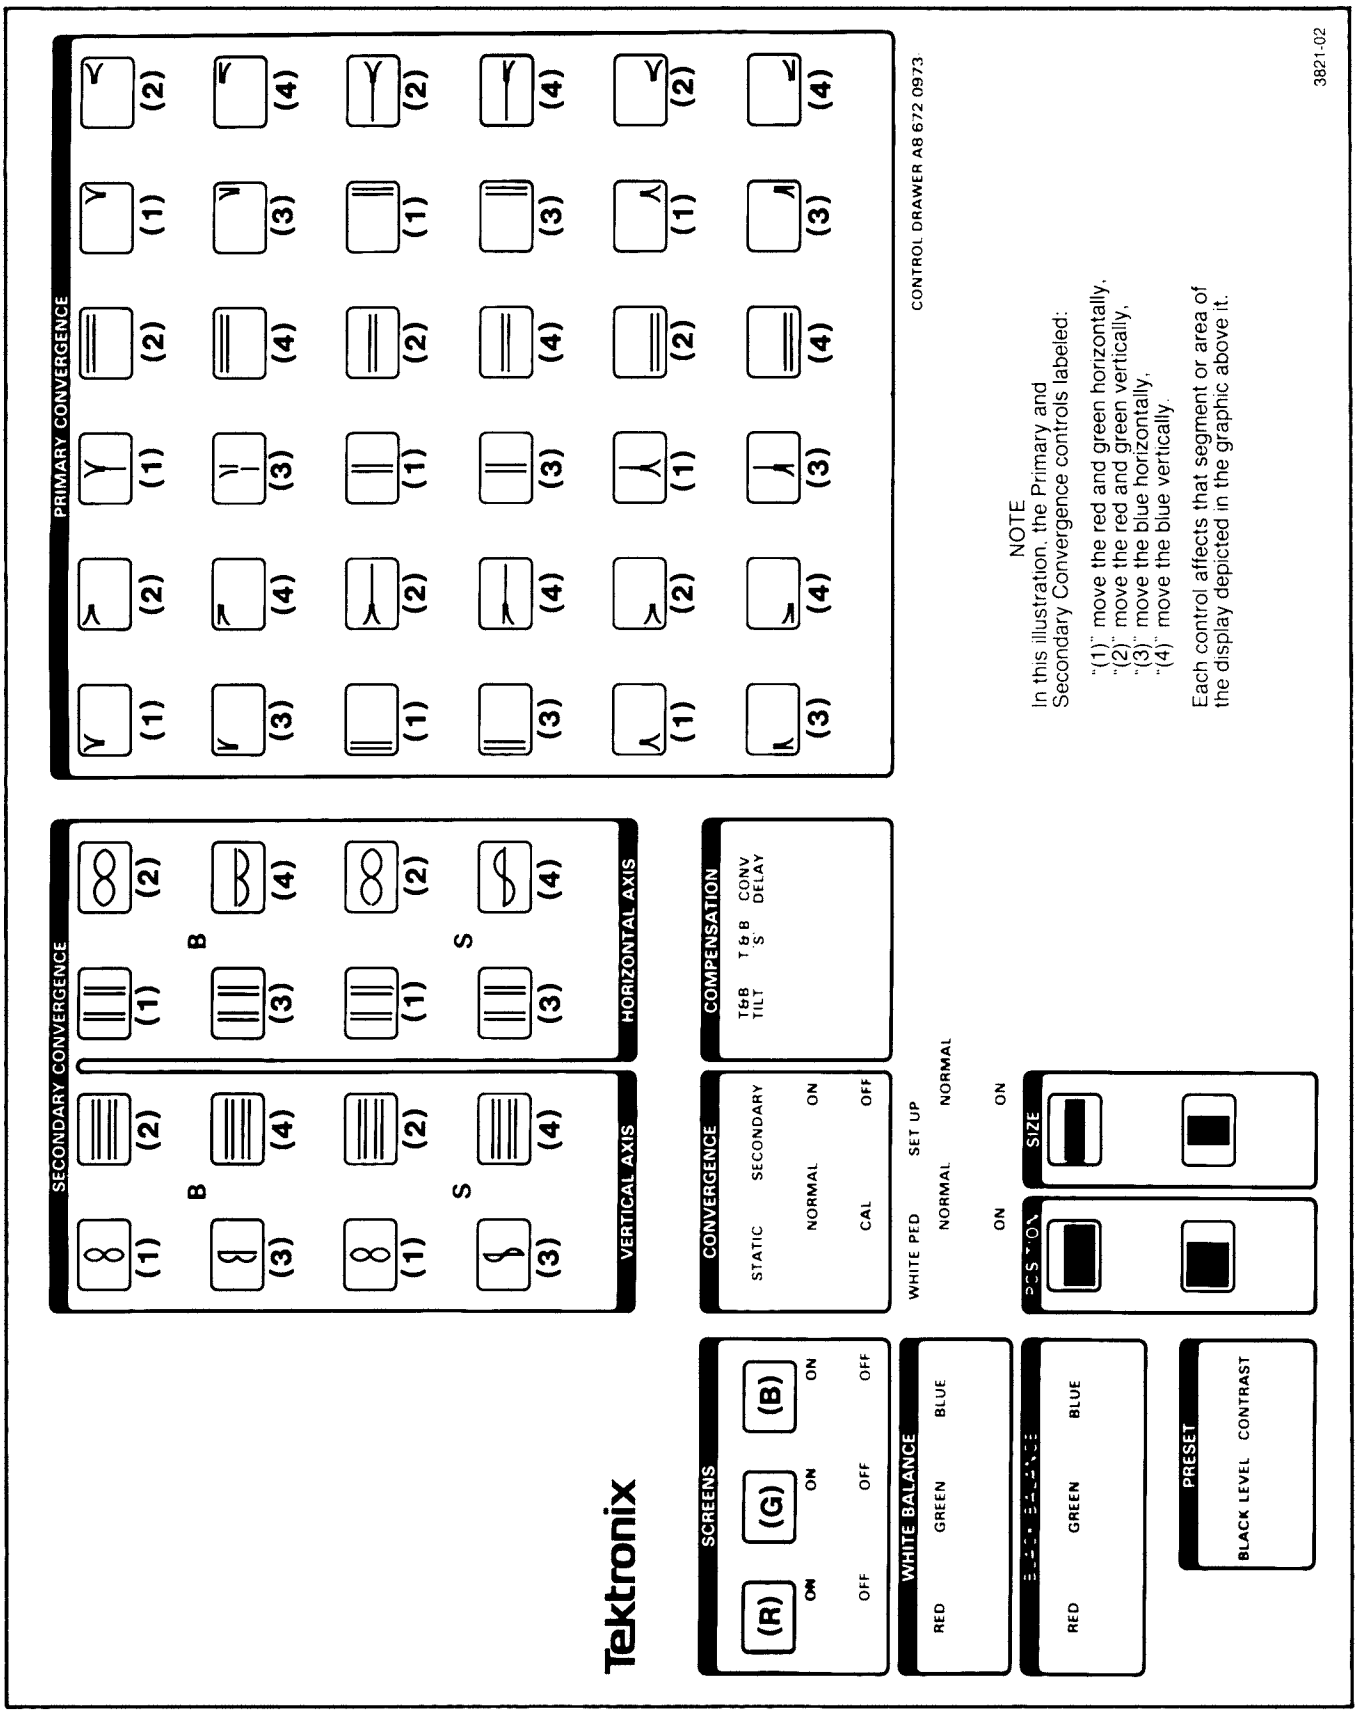

Fig. 2-2. Top view inside of front drawer.
(See Fig. 2-2)
[2]As shown in Fig. 2-2, an illustration is provided above each adjustment in the front drawer to show the segment or area of the display affected by the control.
Each of the four controls in the Primary Convergence and Secondary Convergence control groupings shown in Fig. 2-2 adjusts segments of the display with beam movements as follows:
3. Check that the H Size (R925) and Vert Size (R825) controls on the Convergence Control board A8A1 are set fully clockwise. Refer to Fig. 2-2 for the location of the front drawer controls.